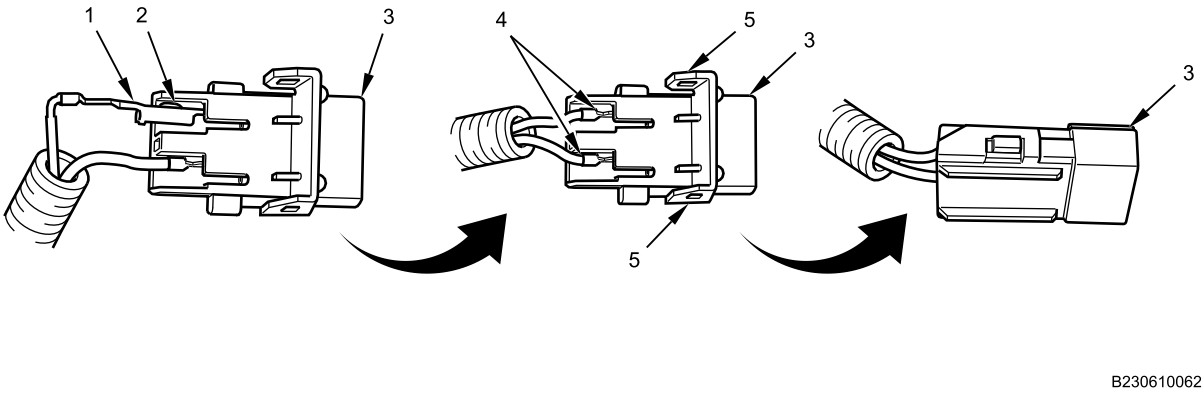

Figure 8. Connector Pin Installation
Make sure locking tab (Figure 8, Item 2) engages with connector (Figure 8, Item 3).
2. Insert pin (Figure 8, Item 4) into the connector (Figure 8, Item 3) until locking tab snaps into place. If it does, pin will not be able to be pulled back out of connector (Figure 8, Item 3). Bend locking tab upward until it engages with connector (Figure 8, Item 3). Install both pins into connector (Figure 8, Item 3) using this method.
3. Push the connector cover/lock tabs (Figure 8, Item 5) down and engage the two tabs (Figure 8, Item 5) of the connector (Figure 8, Item 3).